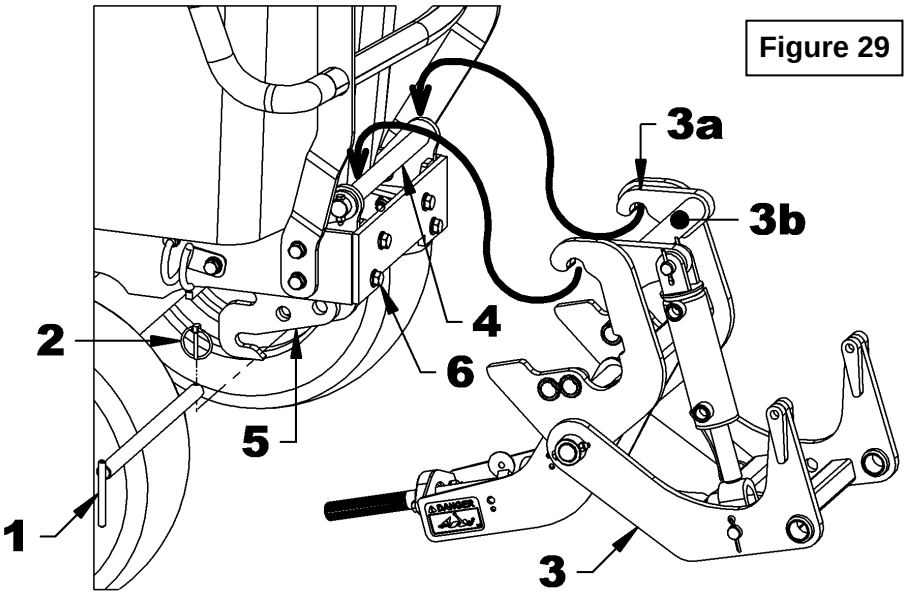

Figure 29
2. **Figure 29:** Remove the ø3/16" linchpin (item 2) and the ø13/16" x 14 1/8" lg "L" pin (item 1) from the subframe and lift the subframe by the upper tube (item 3b) to hook it on the front of the tractor.
3. **Figure 29:** Attach the subframe to the front supports with the ø13/16" x 14 1/8" lg "L" pin (item 1) and the ø3/16" linchpin (item 2).